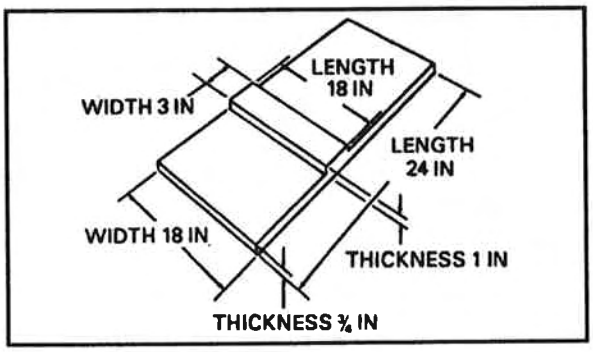

Figure 4-1. Example of length, width, and thickness
- Length—usually the greatest dimension of an object or any part of it. Figure 4-1 shows a board with a cleat attached. The board is 24 inches long; the cleat, 18 inches long. In both cases length is the greatest dimension of the object.
- Width—usually the dimension of an object from side toside or in a direction at right angles to the length. In Figure 4-1 the board is 18 inches wide, while the cleat is only 3 inches wide.
- Thickness—usually the smallest dimension of the object or any part of it. Thickness can refer either to the main part of the object or to some separate part attached to it. It can also refer to a part projecting from the object; however, it does not apply to a groove cut in an object. Figure 4-1 shows that the board is 3/4 inch thick and the cleat, 1 inch thick.